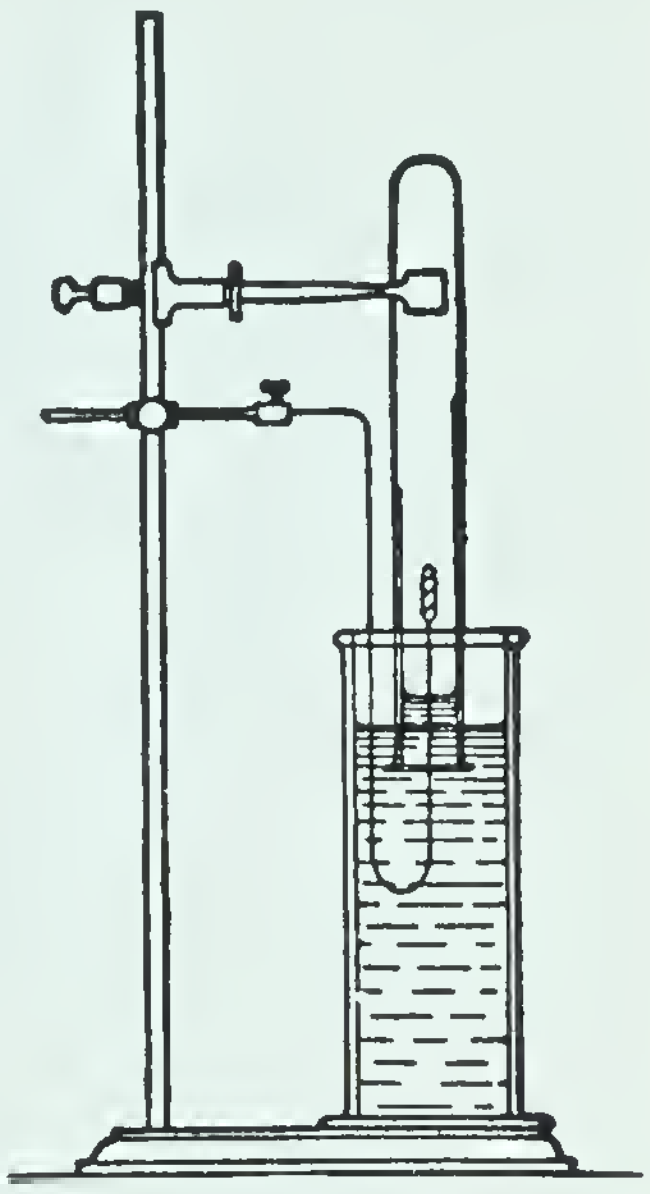

Fig. 195. The analysis of air
1. ***Oxygen.*** A measured volume of air (from which carbon dioxide and water vapor have been removed) is brought in contact with phosphorus, which combines with all the oxygen. The loss in the volume of air gives us the volume of oxygen (Figs. 195, 196).